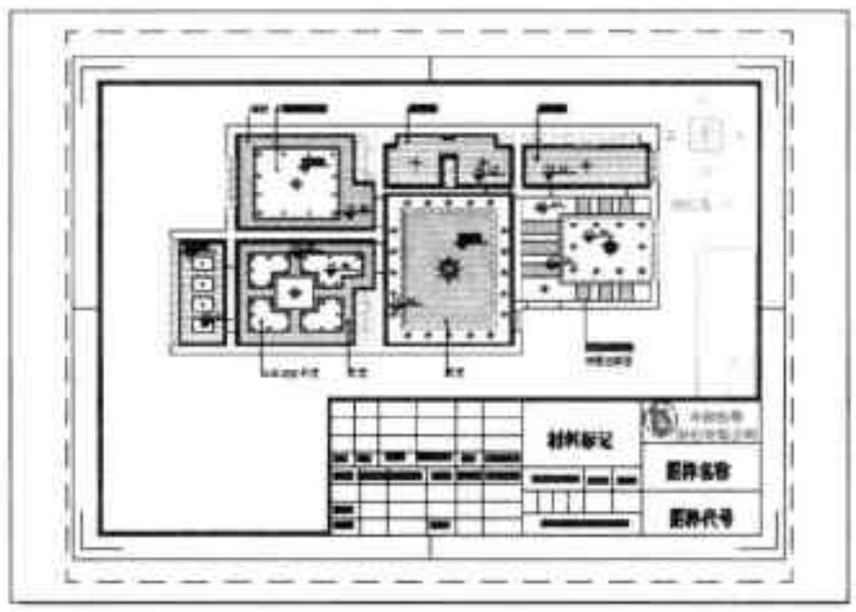

图2-56 缩放图形文件
Step 08 滚动鼠标中键，可对图形文件进行缩放操作，如图 2-56 所示。